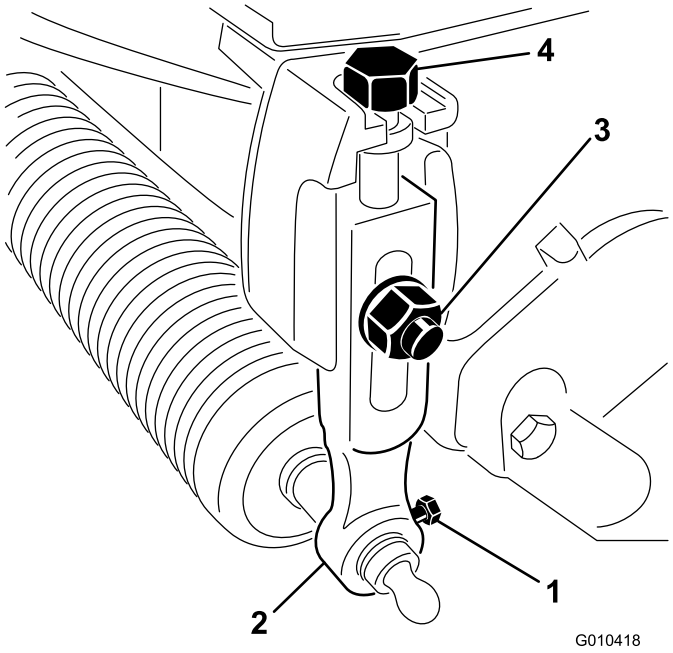

Figuur 1
2. Draai de bouten los waarmee de uiteinden van de voorrol aan de maaihoogtearmen zijn bevestigd (Figuur 1).
3. Verwijder de slotbouten, de ringen en de borgmoeren waarmee de maaihoogtearmen aan de elk maaidek zijn bevestigd, en verwijder de maaihoogtearmen en de rol (Figuur 1).
4. Verwijder de stelbouten voor de maaihoogte uit de maaihoogtearmen (Figuur 1).